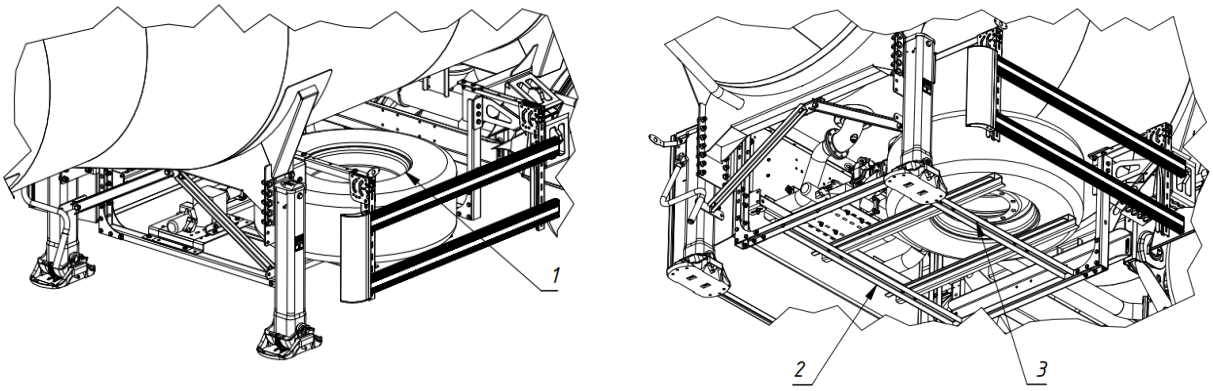

Рис. 2.11 – Крепление запасного колеса в корзине
Запасное колесо (1), крепится в корзине с помощью специального быстросъемного фиксатора (3) (рис. 2.11).
Корзина запасного колеса (2) (см. рис. 2.11) представляет собой конструкцию из гнутых профилей, между которыми находится опорная площадка с отверстием (отверстиями) под фиксатор (фиксаторы) (3) запасного колеса (1). Корзина устанавливается под рамой полуприцепа и фиксируется в четырёх точках. Для снятия запасного колеса необходимо выкрутить фиксатор.